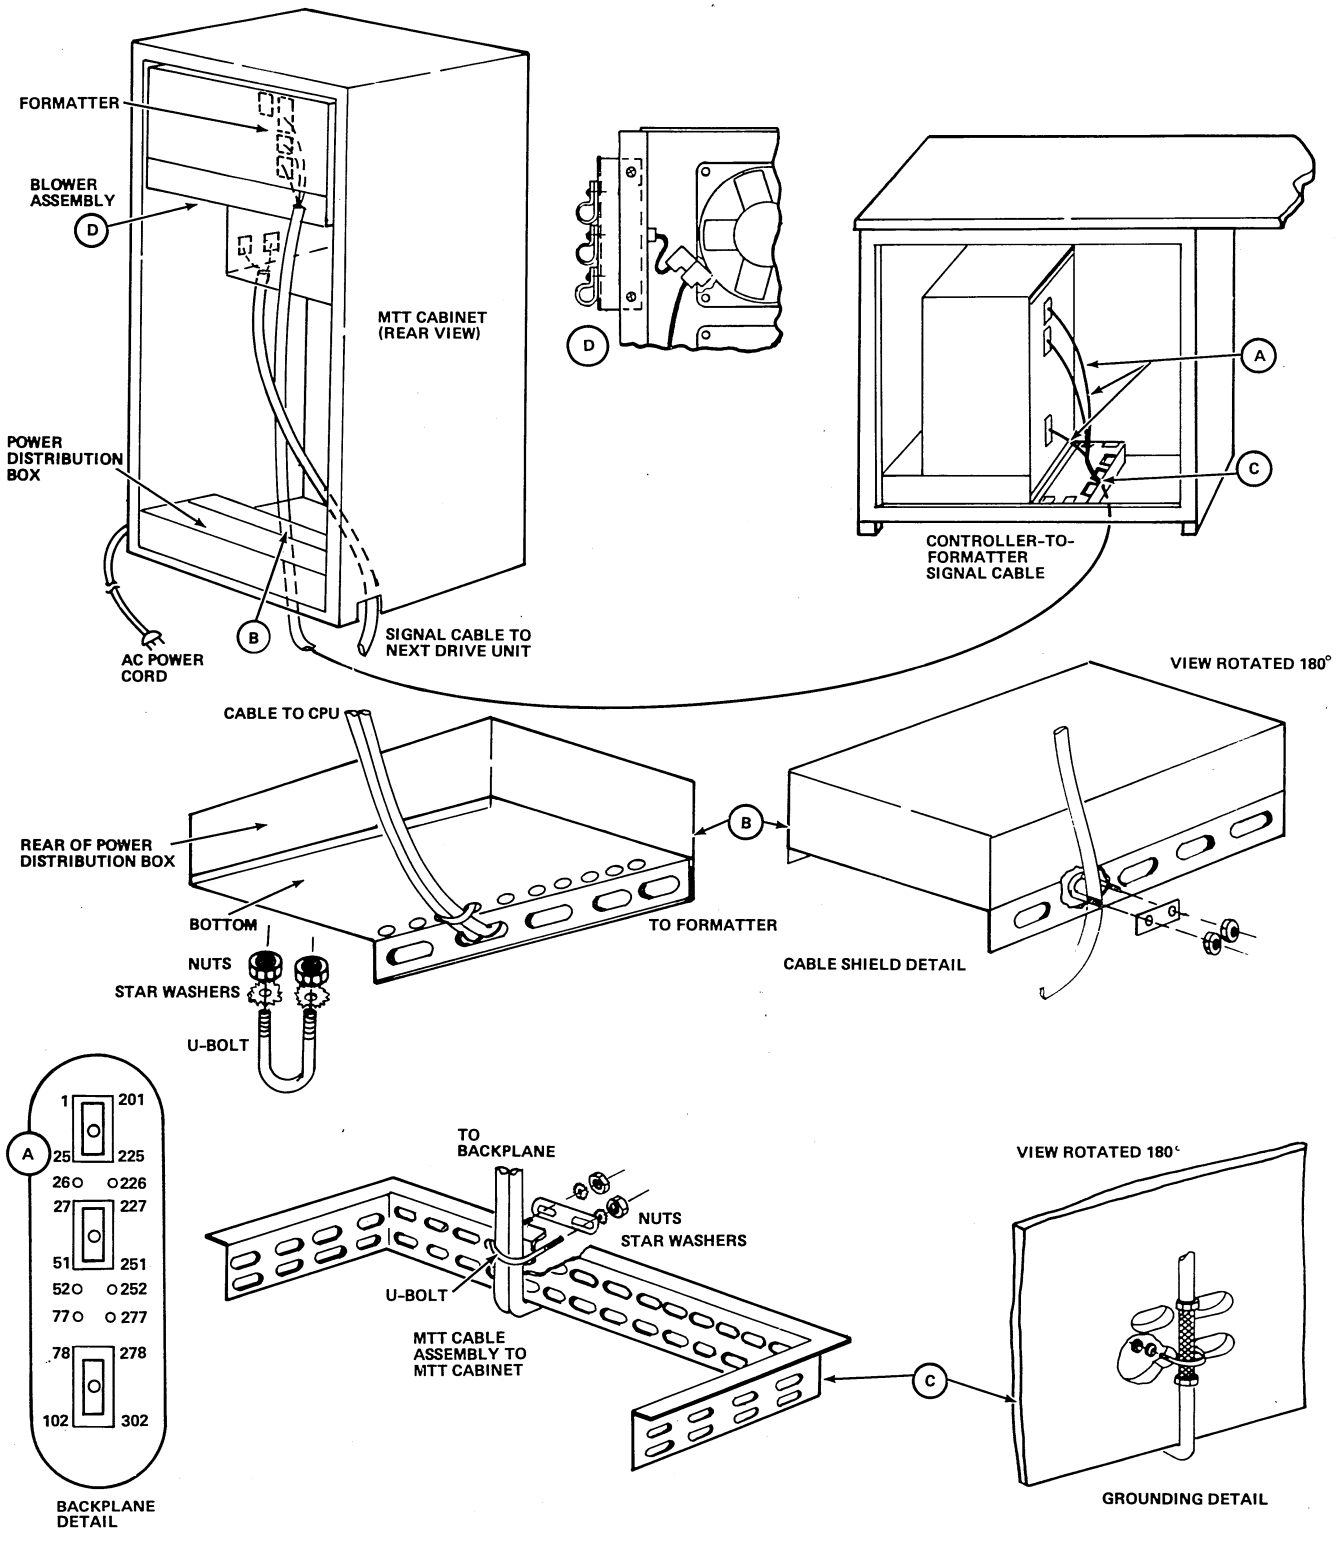
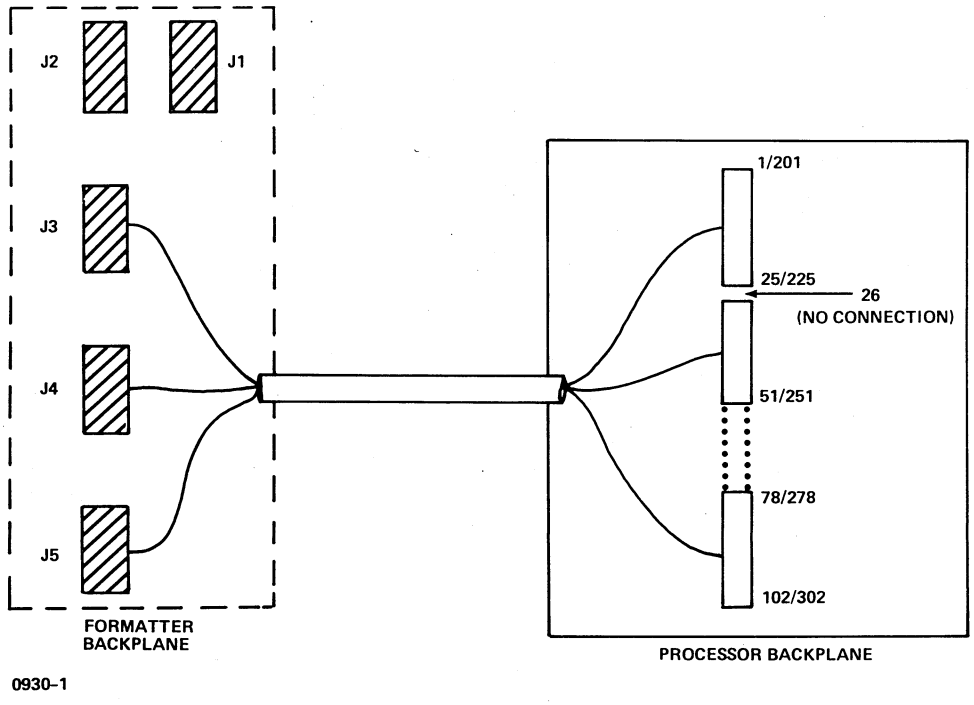
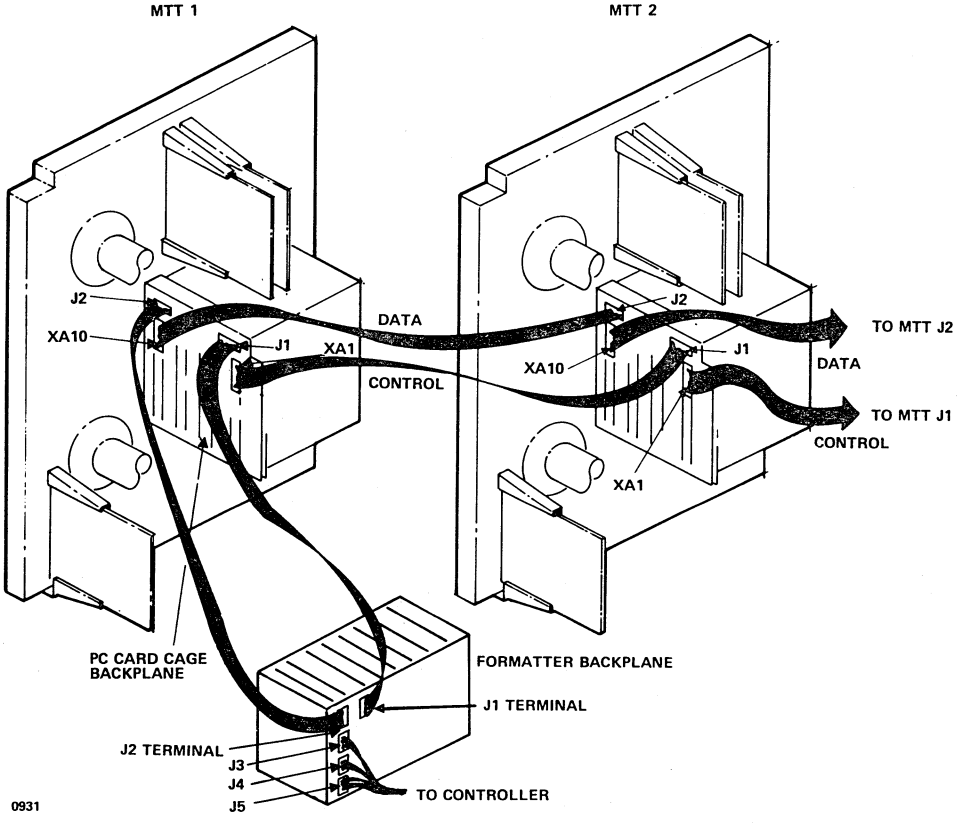
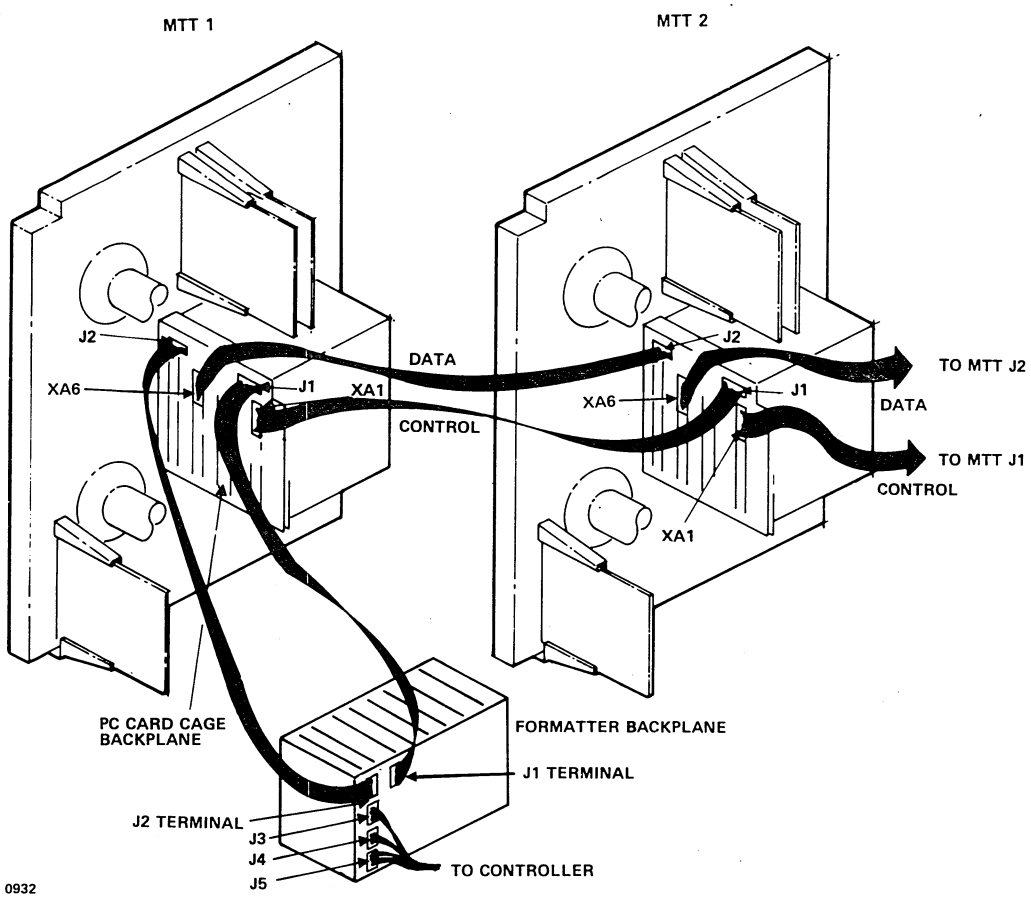

Figure 23-4. Magnetic Tape Transport Signal and Power Cabling
Figure 23-5. Formatter-to-Controller Cable Connections
Figure 23-6. Formatter-to-Transport and Transport-to-Transport Signal Cable Connections (Seven-Track)
Figure 23-7. Formatter-to-Transport and Transport-to-Transport Signal Cable Connections (Nine-Track)
Refer to figure 23-4 for details on routing and connecting the cabinet input power cord. Compare the unit name plate power rating with the available site power source before making the connection.
Figure 23-4 illustrates the routing of the signal cables between the controller and the formatter. Figure 23-5 illustrates the connection of the interface cable assembly between the formatter and the magnetic tape controller in the processor chassis. The cable length from the controller to the formatter is 21.3 feet (6.5 meters). Figures 23-6 and 23-7 illustrate the connection of interface cables between the formatter and the magnetic tape transports. The length of each cable from the formatter to the first transport is 4 feet (1.2 meters). The first transport is connected to the formatter as follows:
The length of each cable for connecting two or more transports in a daisy-chain configuration from the first transport is 20 feet (6.1 meters). Figure 23-6 shows the connections required for daisy-chain connection to a seven-track transport. Figure 23-7 shows nine-track transport connections.
2. Secure the screw through the clamp into the blower support bracket, as shown in detail D of figure 23-4.
The shielded signal cable from the processor to the formatter must be connected to ground at the cabinet entry points utilizing the U-bolts provided, as shown in figure 23-4. The steps for this procedure are as follows:
2. Ground the cable shield to the processor cabinet as shown in details B and C of figure 23-4.
3. Ground the cable shield to the magnetic tape transport cabinet power distribution box floor as shown in detail B of figure 23-4.